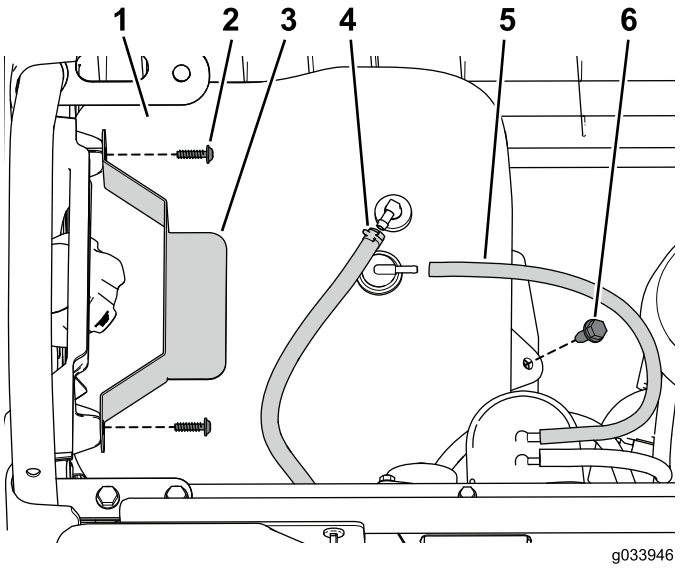

Figure 1
1. Remove the flange bolt securing the fuel tank to the tank tray (Figure 1).
2. Remove the screws that secure the hold down (Figure 1).
3. Disconnect the vent tube and fuel line from the tank (Figure 1).